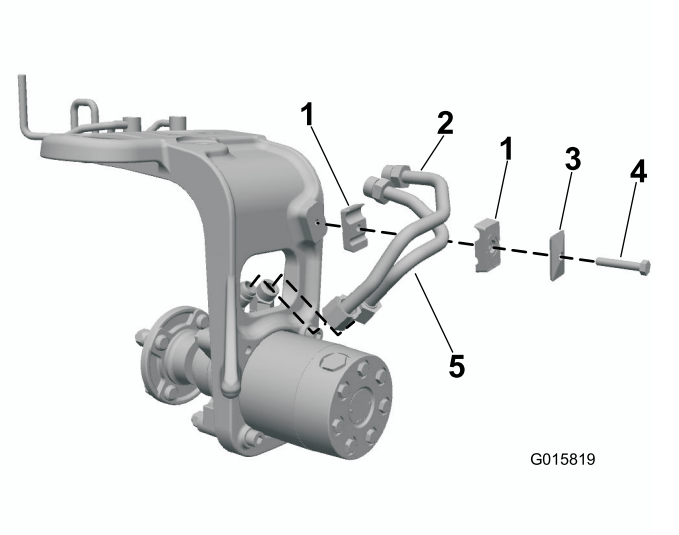

Figur 6
1. Monter stålhydraulikrørene løst på hjulmotorfittingerne (Figur 6).
2. Monter rørklemmen på styrehjulsgaflen. Juster samlingen, så hydraulikfittingerne og rørklemmerne sidder ordentligt (Figur 6).
3. Fastgør rørklemmerne med en dækplade og bolt (5/16" x 1¾") som vist i Figur 6.